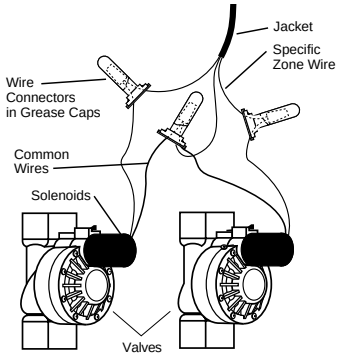

FIGURE 23: Connecting Controller Wires to Valves
- Each valve has two wires. One wire is to be connected as the common. The common wires for all the valves can be connected together to one common wire going to the controller. The other valve wire is to be connected to the specific station wire that will control that valve **[See Figure 23].**